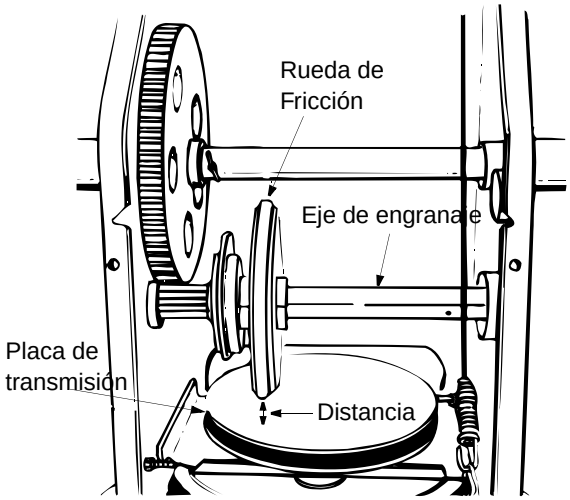

Figura 18
3. Una vez que soltó el control de tracción, debe existir una separación entre la rueda de fricción y la placa de transmisión en todas las posiciones de la palanca de cambios. Habiendo engranado el control de tracción, la rueda de fricción debe hacer contacto con la placa de transmisión. Ver Figura 18.